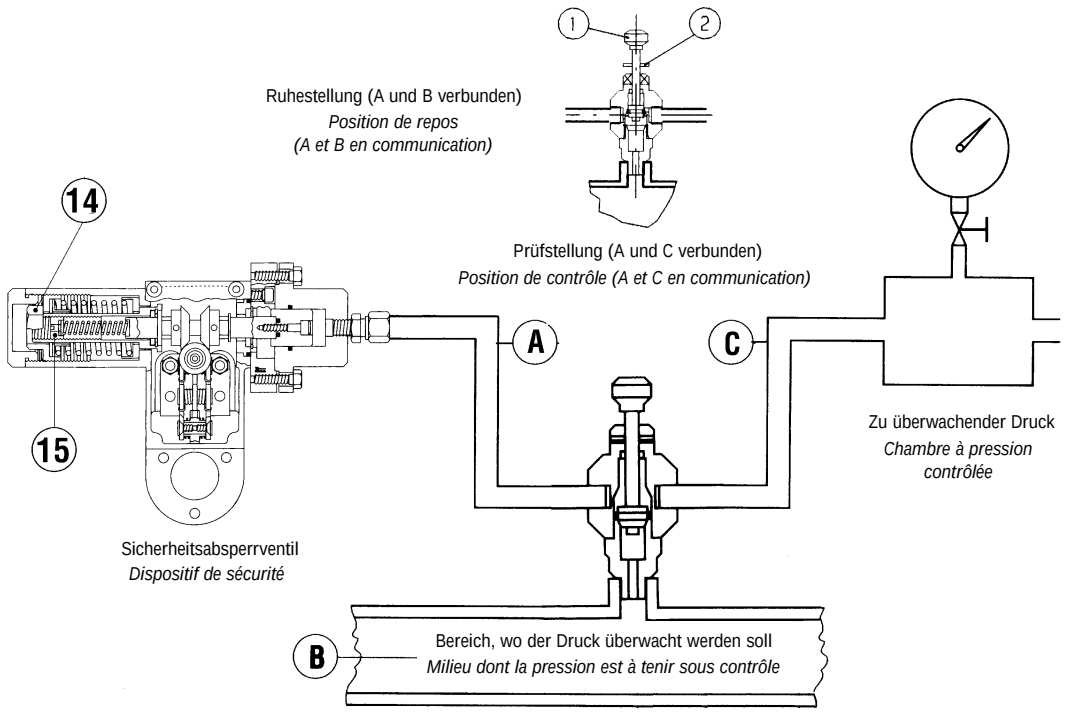

Fig. 14
A) Bei Sicherheitsabsperrventilen, die durch das 3-Wege-Ventil "Push" 11 mit der Ausgangsdruckleitung verbunden sind, ist folgendermaßen vorzugehen (Abb. 14):
A) Pour les dispositifs de sécurité reliés au tuyau en aval par la vanne déviatrice à trois voies "push" 11, procéder de la façon suivante (fig. 14):
A) Pour les dispositifs de sécurité reliés au tuyau en aval par la vanne déviatrice à trois voies "push" 11, procéder de la façon suivante (Fig. 14):